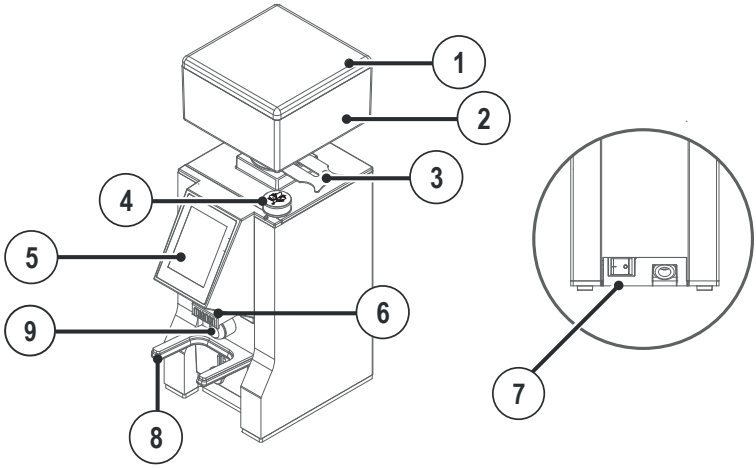
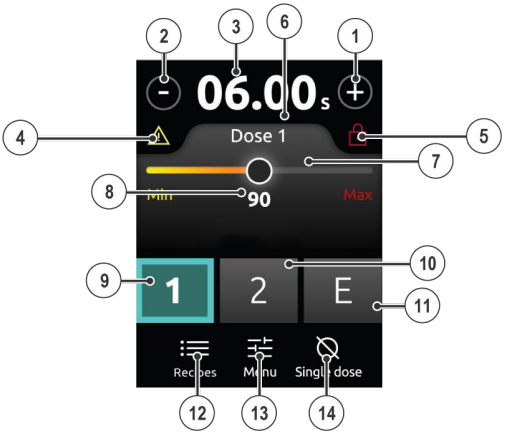

Fig. 5.1 - Description de la machine
Fig. 5.2 - Écran principal
Pour les parties de machine, voir Fig. 5.1.
Pour la description de l'afficheur, voir Fig. 5.2.
En tournant la manette, il est possible de visualiser sur l'écran principal la distance entre les meules associée au type de mouture choisie (8 - Fig. 5-2).
- Mettre l'interrupteur en position de marche (7 – Fig. 5.1).
- Sélectionner la dose à distribuer à l'aide des touches appropriées (9,10, 11 – Fig. 5.2).
- Placer la coupelle du porte-filtre sur la fourche (8 – Fig. 5.1), en veillant à ce que ce dernier se trouve précisément sous la buse de distribution (6 – Fig. 5.1).
- Appuyer à nouveau sur la touche de la dose sélectionnée ou sur la touche frontale (9,10, 11 – Fig. 5.2)(9 – Fig. 5.1).
En condition d'arrêt, le temps de mouture sur l'afficheur (3 – Fig. 5.2) clignote.
Pour ramener le temps de distribution de la dose à sa valeur initiale, appuyer sur le temps de mouture clignotant (3 – Fig. 5.2) pendant 2 secondes.
Depuis l'écran principal (Fig. 5.2), il est possible d'accéder aux fonctions suivantes.
Pour diminuer ou augmenter la dose sélectionnée, appuyer sur les touches + et – sur l'écran principal (1, 2 – Fig. 5.2). La variation pour une dose simple est de 0,1 seconde.
Pour augmenter ou diminuer en continu le temps de distribution de la dose, appuyer et maintenir l'une des deux touches + ou – enfoncée (1, 2 – Fig. 5.2).
Pour verrouiller le réglage du temps de distribution de la dose, appuyer simultanément sur + et - (1, 2 – Fig. 5.2) pendant 2 secondes. Si le réglage du temps de distribution de la dose est verrouillé, l'icône 🔒 (5 – Fig. 5.2) apparaît et les touches + et – (1, 2 – Fig. 5.2) deviennent inactives.
Pour déverrouiller le réglage du temps de distribution de la dose, appuyer simultanément sur les touches + et - (1, 2 – Fig. 5.2) et les maintenir enfoncées pendant 2 secondes.
Pour sélectionner la dose à régler, appuyer sur les touches 1, 2, E (9,10, 11 – Fig. 5.2).